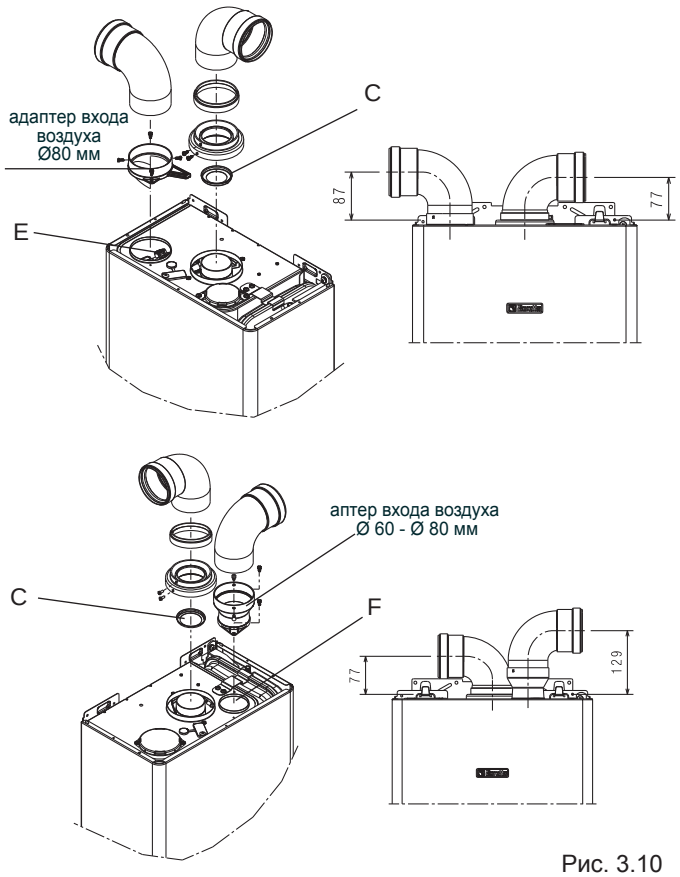

Рис. 3.10
Воздуховод котла может быть расположен так, как это удобно в месте установки котла. Для присоединения воздуховода может быть использован любой из входов на котле (E и F рис. 3.10). Входы имеют разные диаметры, поэтому для присоединения воздуховода нужно использовать разные адаптеры из комплекта раздельного дымоудаления.
⚠ Адаптер для входа (E) Ø80мм необходимо правильно позиционировать, так чтобы он не мешал установке облицовке котла (рис. 3.10)